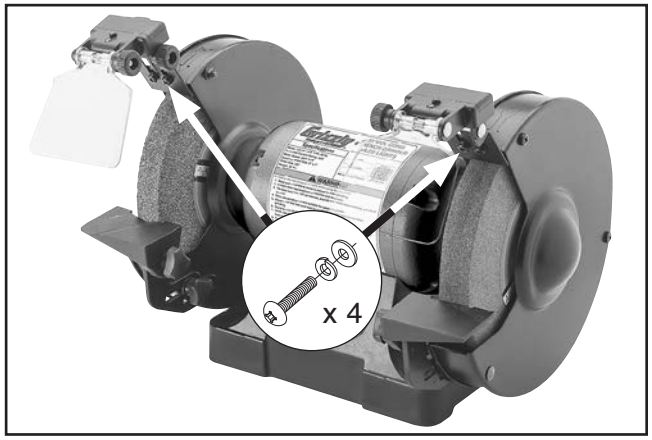

Figure 11. Spark deflector and safety shield attached to grinder.
3. Attach each assembled LED light housing/ safety shield to top of wheel guard with (2) pre-installed M5-.8 x 10 Phillips head screws and captive washers (see **Figure 11**).